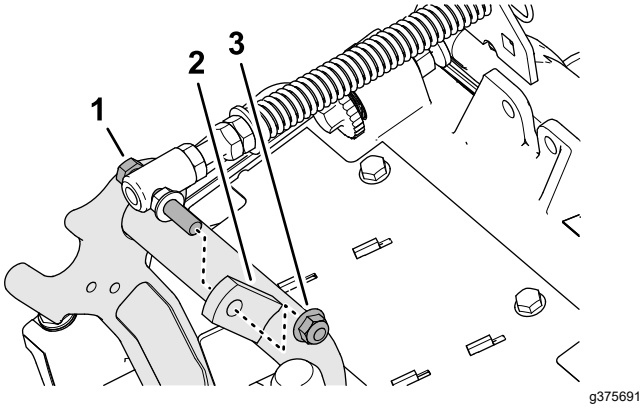

Figuur 18
3. Verwijder de flensborgmoer (⅜") waarmee de tapbout van de gazoncompensatieveer is bevestigd aan de rechterlip van het draagframe, en verwijder de compensatieveer van de maai-eenheid (Figuur 18).